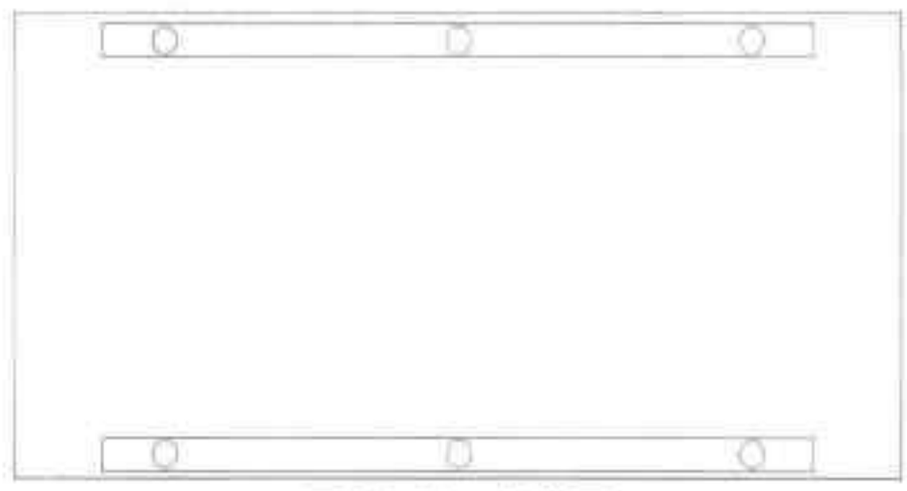

图20-72 镜像圆
Step 08 执行“镜像”命令，以长方形水平中线为镜像线，对圆形进行镜像操作，如图 20-72 所示。